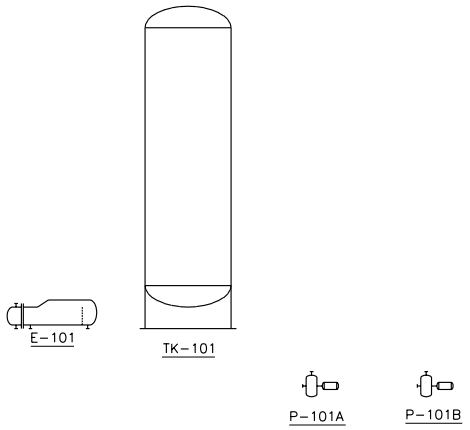

Figure 2-46 *P&ID after placing two centrifugal pumps*
5. Similarly, place another horizontal centrifugal pump at the point **(21,3)**. Next, assign the tag **P-101B** to the pump. Figure 2-46 shows the P&ID after placing the centrifugal pumps.